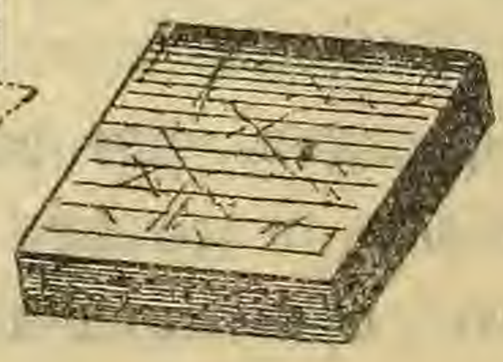

Рис. 426.
6) *Подовая плита*, разных размеров (например, $5^в \times 5^в \times 1^1/_2{}^в$), употребляется для кладки подов хлебопекарных печей. Форма квадратная (рис. 426).